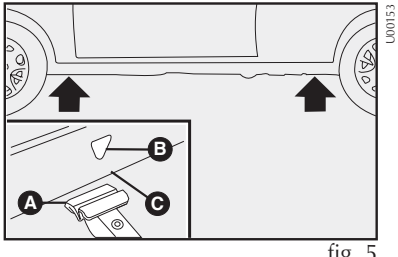

fig. 5
4) Coloque el crique en el símbolo ▼ **B-fig. 5** cerca de la rueda que va a cambiar y asegúrese de que la ranura **A** del crique esté bien introducida en el larguero **C**.